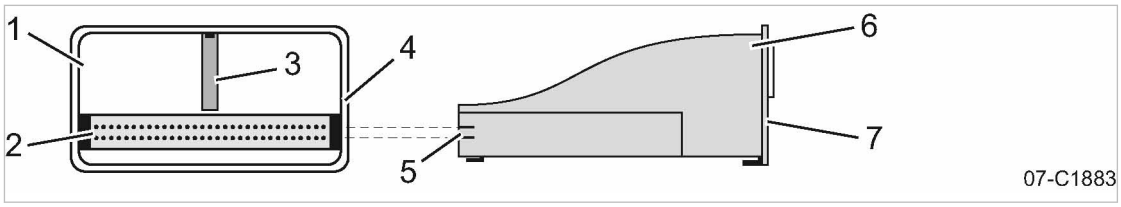

Fig. 32 Insert the communication module.
2. Insert the communication module into the bay of interface X4 [1] until it latches (see Fig. 32).